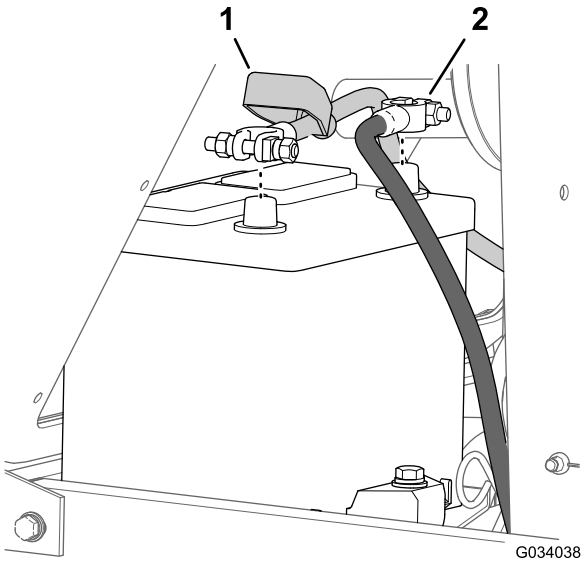

**Figur 56**
2. Koppla loss minuskabeln (-) från batteripolen (Figur 56).
3. Skjut bort isoleringskåpan från batterikabelns klämma (Figur 56).
4. Lossa pluskabeln (+) från batteripolen (Figur 56).
7. Anslut kablarna. Pluskabeln (+) ska anslutas till batteriets pluspol (Figur 56).
8. Anslut minuskabeln (-) till batteriets minuspol (Figur 56).